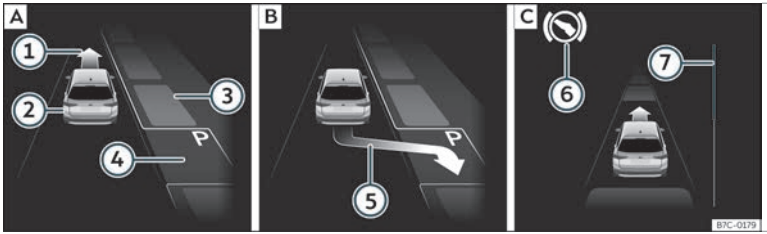
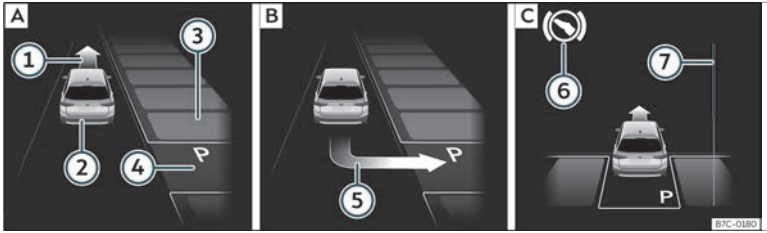

Fig. 236 Na pantalla do cadro de instrumentos:aparcar en liña. A Atopar un espazo de aparcamento. B Posición para aparcar. C Manobrar.
Fig. 237 Na pantalla do cadro de instrumentos:aparcar en batería. A Atopar un espazo de aparcamento. B Posición para aparcar. C Manobrar.
- Mire na visualización da pantalla do cadro de instrumentos se detecta o espazo como "axeitado" e se alcanzou a posición correcta para aparcar ››› **fig. 236** B ou ››› **fig. 237** B.
- Retroceda ata que soe o sinal continuo do ParkPilot; **OU BEN:** retroceda ata que na pantalla do cadro de instrumentos apareza a indicación de dar marcha adiante ››› **fig. 236** C ou ››› **fig. 237** C; **OU BEN:** retroceda ata que na pantalla do cadro de instrumentos apareza a mensaxe **`Park Assist finalizado`**. A barra de progreso ⑦ indica a distancia a percorrer ››› **páx. 304**.
- Vaia marcha adiante ata que soe o sinal continuo do ParkPilot; **OU BEN:** vaia marcha adiante ata que na pantalla do cadro de instrumentos apareza a indicación de dar marcha atrás. O sistema de aparcamento asistido dirixe o vehículo marcha adiante e marcha atrás ata centralo no espazo ››› **fig. 236** C ou ››› **fig. 237** C.
A barra de progreso ››› **fig. 236** ⑦ e ››› **fig. 237** ⑦ amosa simbolicamente na pantalla do cadro de instrumentos a distancia relativa que aínda se vai percorrer. Canto maior sexa a distancia, máis chea está a barra de progreso. Ao circular marcha adiante, o contido da barra de progreso diminúe cara arriba e, ao circular marcha atrás, diminúe cara abaixo.